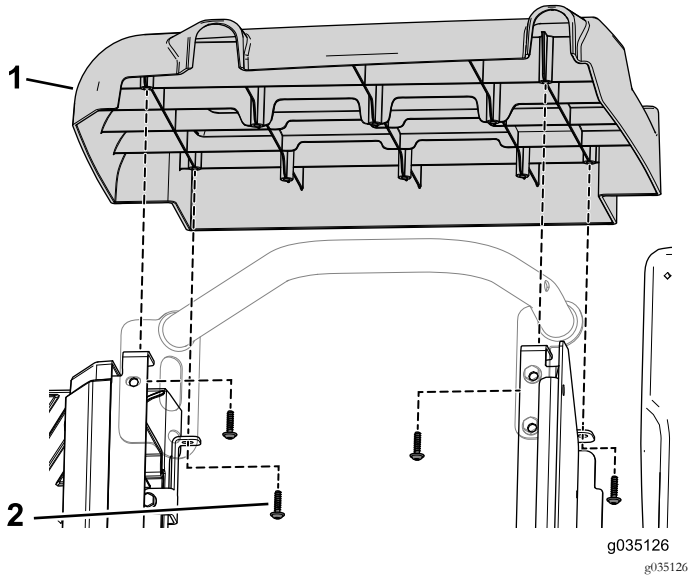

Figur 54
3. Ta bort de fyra självgängande skruvarna som håller fast den högra sidokåpan på maskinen (Figur 54).